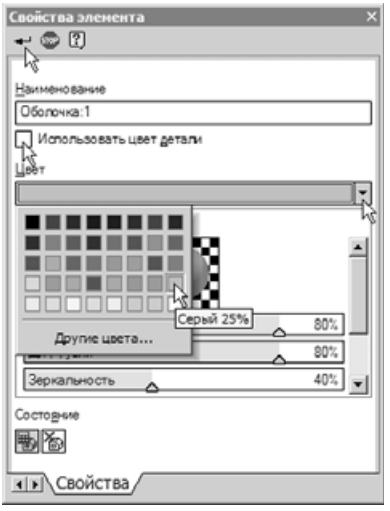

Рис. 5.173
- На панели свойств отключите флажок **Использовать цвет детали**, раскройте список поля **Цвет**, выберите светло-серый цвет и нажмите кнопку **Создать объект** (рис. 5.173).